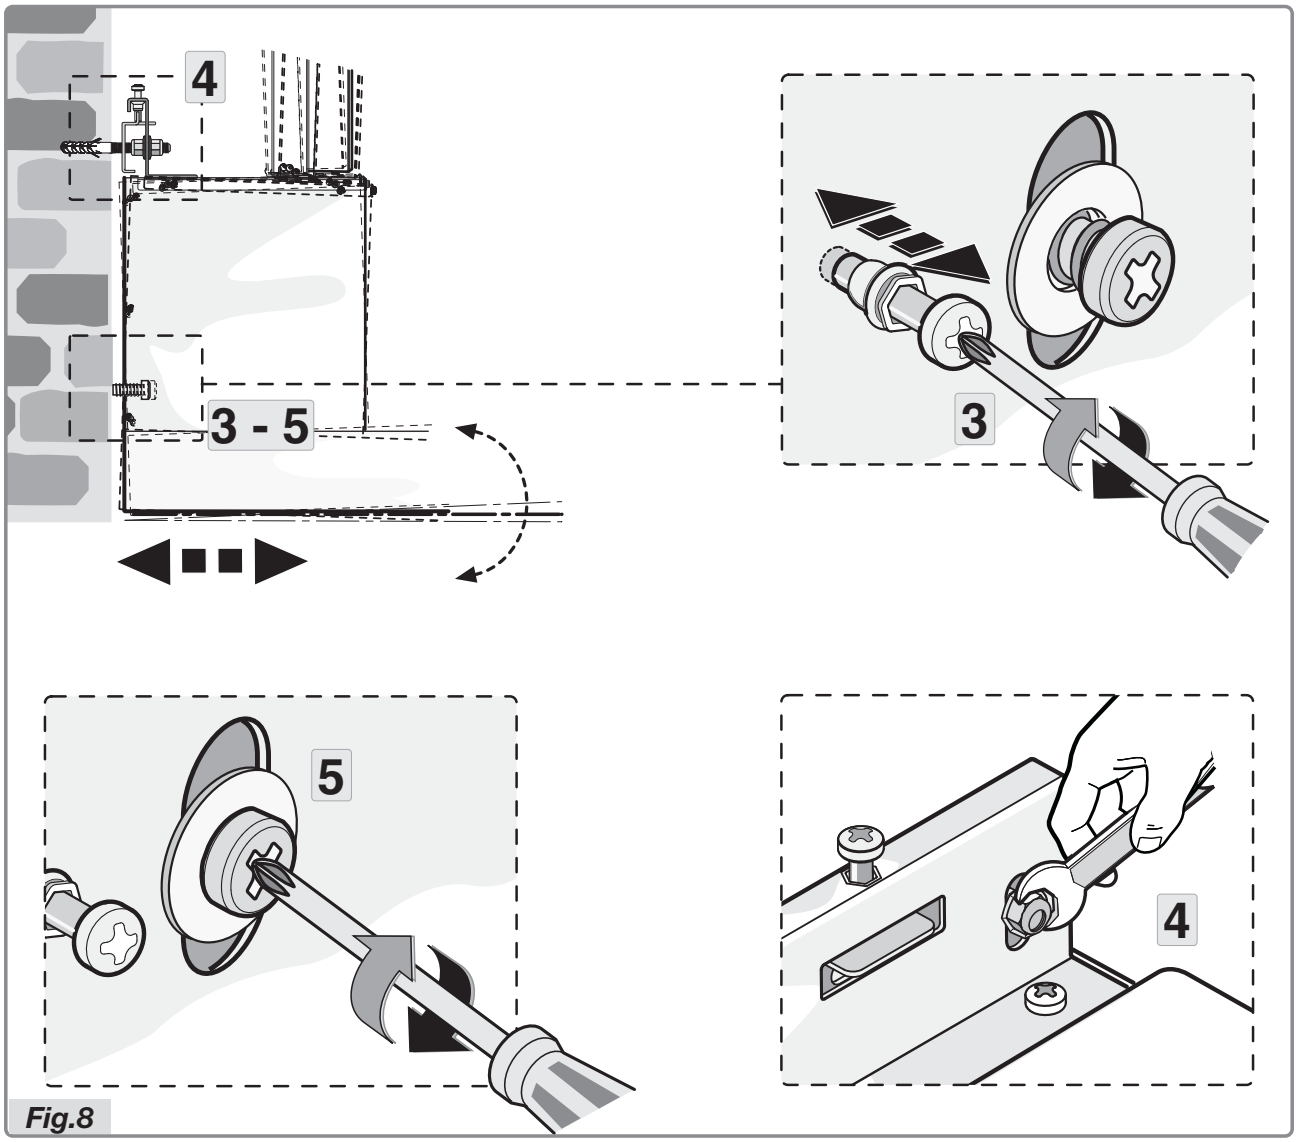

Fig.8
- Align the device horizontally adjusting the two levelling screws near the safety holes (Fig.8 step 3).
- After levelling the hood, fully tighten the screws shown in figure 8 step 4, as well as the safety screws (Fig.8 step 5).